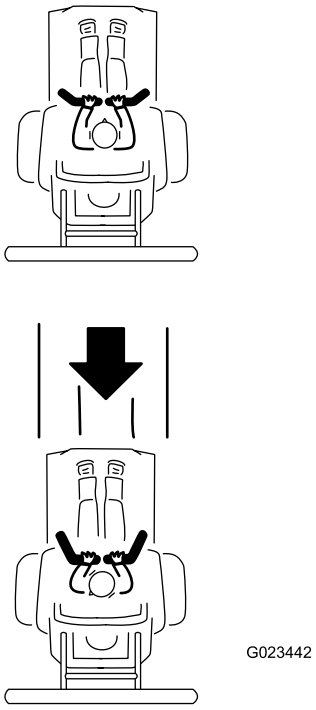

Figuur 25
3. Om achteruit te rijden, kijkt u achterom en trekt u de bedieningshendels langzaam naar achteren (Figuur 25).